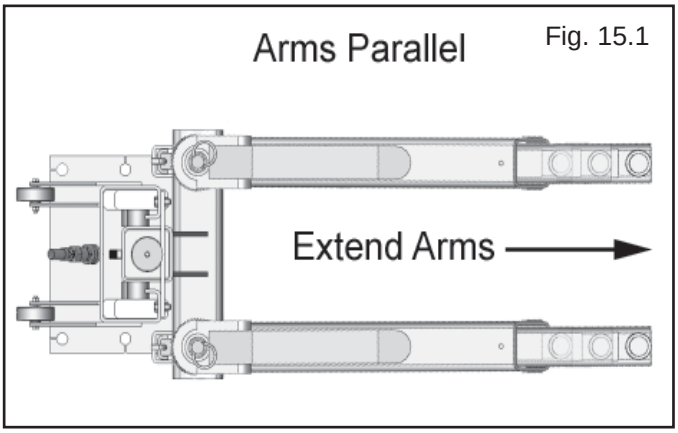

Fig. 15.1
3. Fully extend both arms. (See Fig. 15.1)